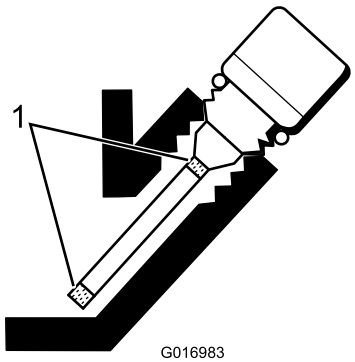

Figur 24
5. Hvis oliestanden er lav, skal du fylde så meget olie på, at standen er mellem mærkerne på målepinden (Figur 24).